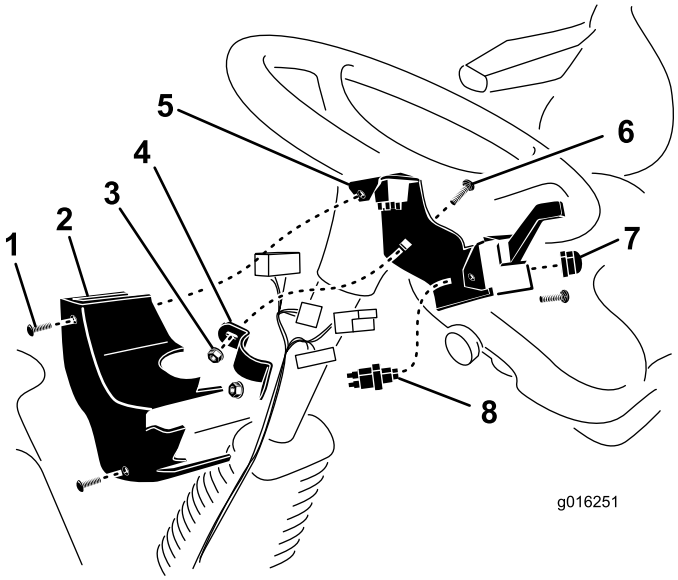

Figure 5
2. Mount the column bracket assembly to the rear of steering column with the column bracket mount, (2) 3/8 inch x 1 inch carriage screws and 3/8 inch flange nuts. Position the column bracket as high as possible on the steering column as shown in Figure 5. Make sure the column bracket does not interfere with the steering wheel.
3. After the wire harness is connected to the switches, mount the column cover to the column bracket (2) speed nuts with screws (Figure 5).